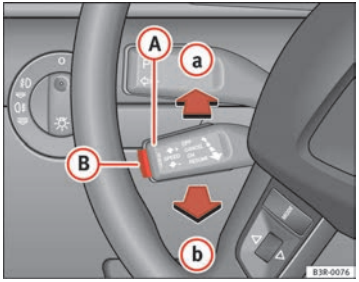

Fig. 152 Controls for the cruise control system
– press the lever (A) ⇒ fig. 152 to position (a) (click stop not engaged).